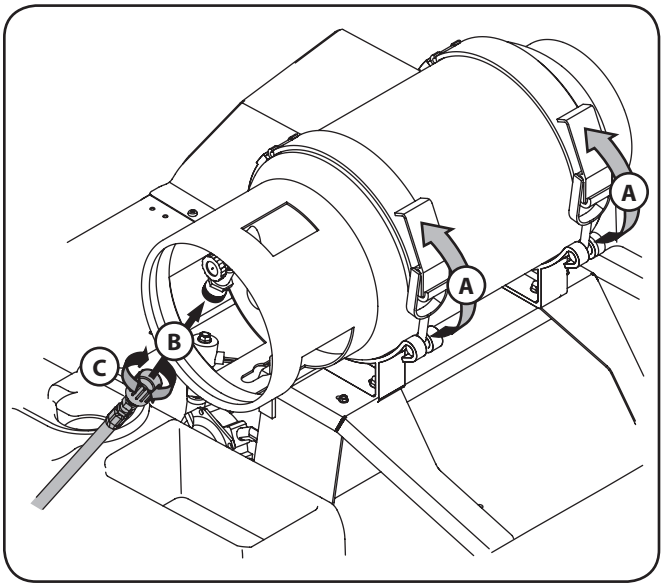

Figure 3-8
2. When the tank is in place, secure it by locking down the straps (A). See Fig. 3-8.
3. Install the regulator hose on the LPG tank fuel valve (B) and secure it by twisting it counter-clockwise(C). See Fig. 3-8.